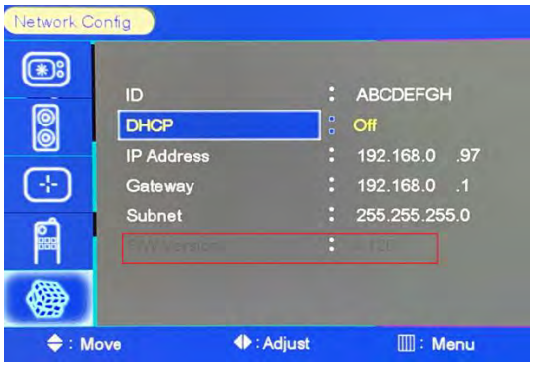

Figure 11. Network Config
- To check if the Software was updated properly on your Plura monitor, press the “Menu” button. Select “Setup” → “Advanced” → “Network Config” the F/W version is shown at the bottom (Figure 11 below, “v.126” in this case).